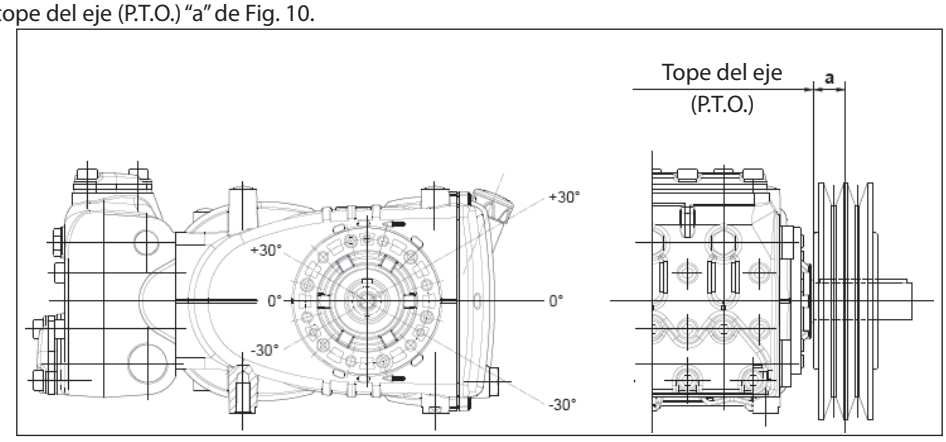

Fig. 10
La carga radial sobre el eje no debe ser superior a 3000 N (valor necesario para definir el Layout). La transmisión es considerada adecuada si tal carga es aplicada a una distancia máxima **a = 30 mm** del tope del eje (P.T.O) como se indica en la Fig. 10.
b) Utilizar correas de alto rendimiento – por ejemplo **XPB** en lugar de **SPB** – ya que resultará necesario una cantidad inferior de correas en paridad de potencia transmitida y una consecuente distancia inferior de la resultante con respecto al tope del eje (P.T.O.) "a" de Fig. 10.
e) Seguir la dirección del tiro de la correa como se indica en la Fig. 10 para exigencias diferentes ponerse en contacto con la ***Oficina Técnica*** o ***Servicio de Asistencia al Cliente.***